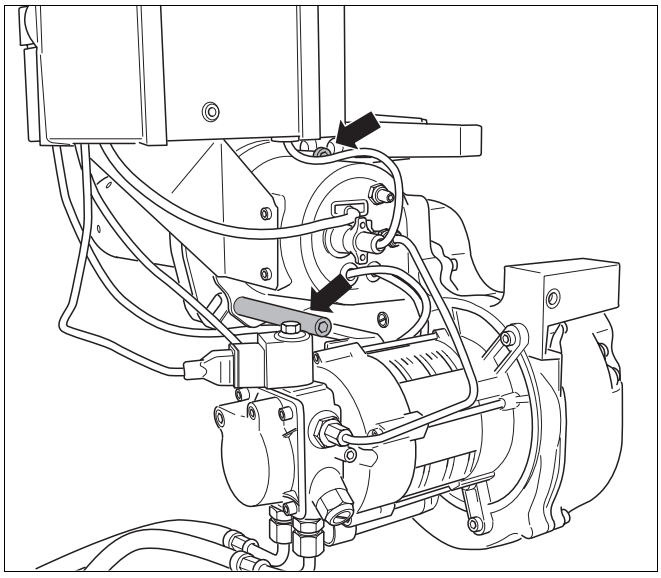

Rys. 33 Poluzowanie śrub mocowania bagnetowego
- Odkręcić obie śruby mocowania bagnetowego (Rys. 33, **strzałki**).